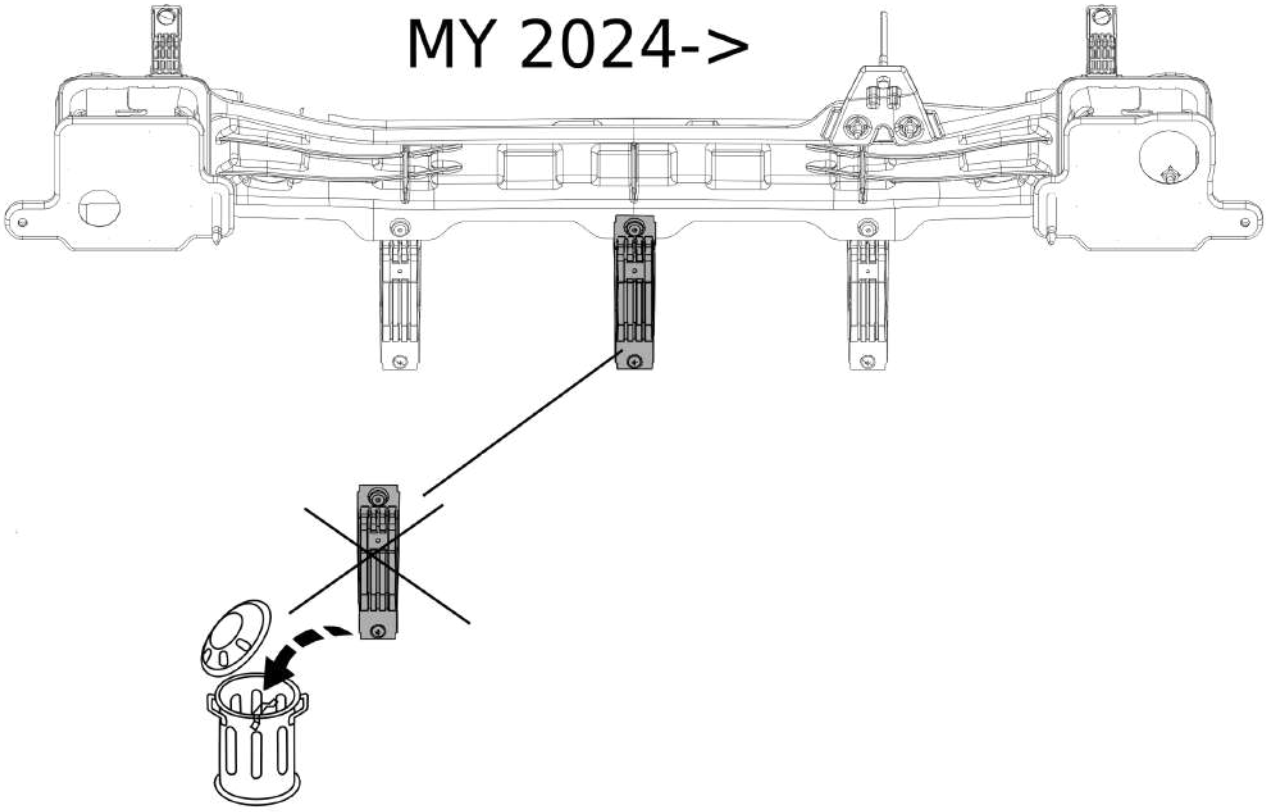

Fig. 2
2. Die Stoßfängerträger abmontieren. Siehe Abbildung 2 & 3.
2. Zdemontować wsporniki zderzaka. Patrz rysunek 2 & 3.